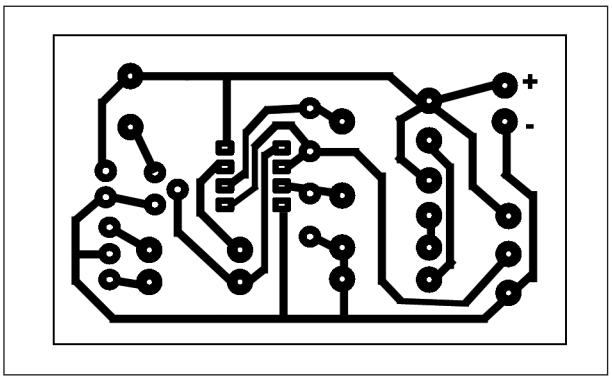

Figura 5: disegno del circuito stampato.
a) disegno su carta del percorso delle piste (sbroglio) come in **figura 5**;